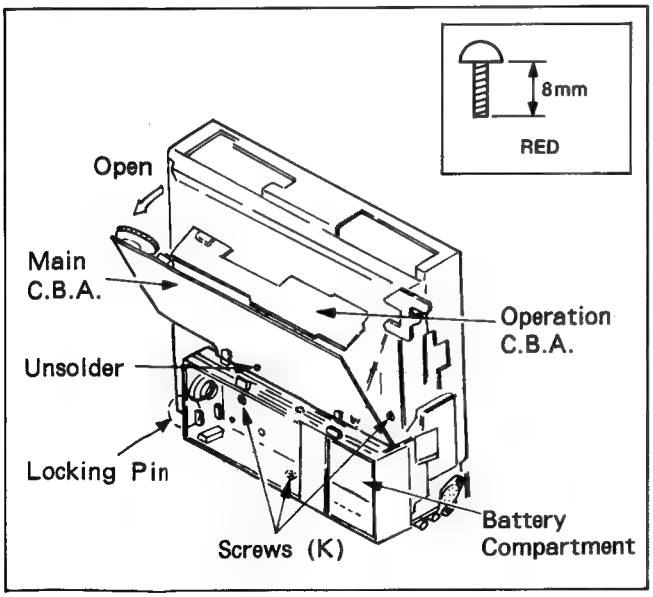

Fig. D9
(1) Open Main/Operation C.B.A. as shown in Fig.D9.
(2) Remove 3 screws (K). Then lift the Battery Compartment slightly in order to release it from the locking pin.
(3) Loosen wires located around the Battery Compartment.